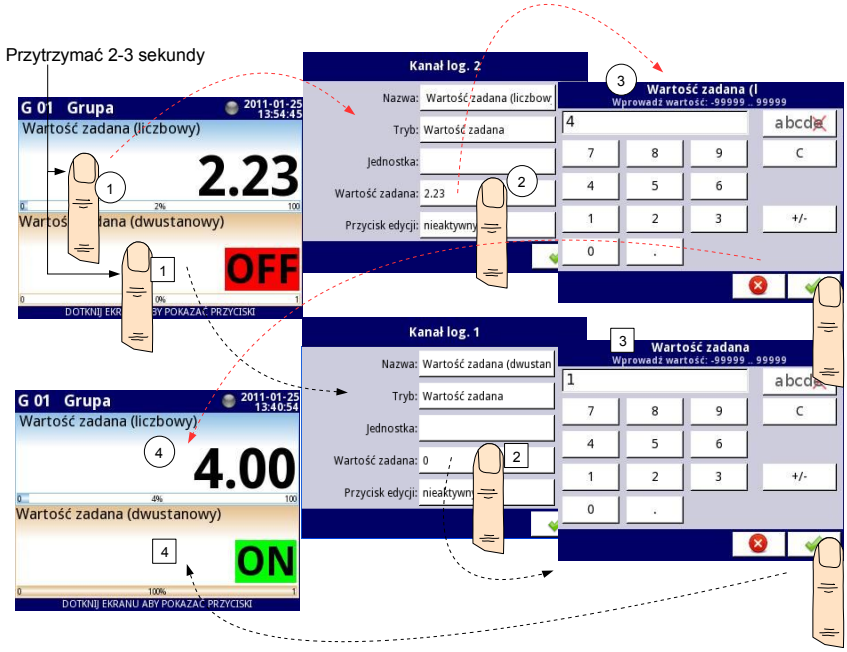

*Rys. 7.66. Ustawianie wartości dla kanału logicznego w trybie **Wartość zadana** przy nieaktywnym przycisku w panelu danych*
- **nieaktywny** – w tym przypadku źródłem danych kanału logicznego będzie wartość ustawiona w parametrze **Wartość zadana** (patrz **Rys. 7.66**),